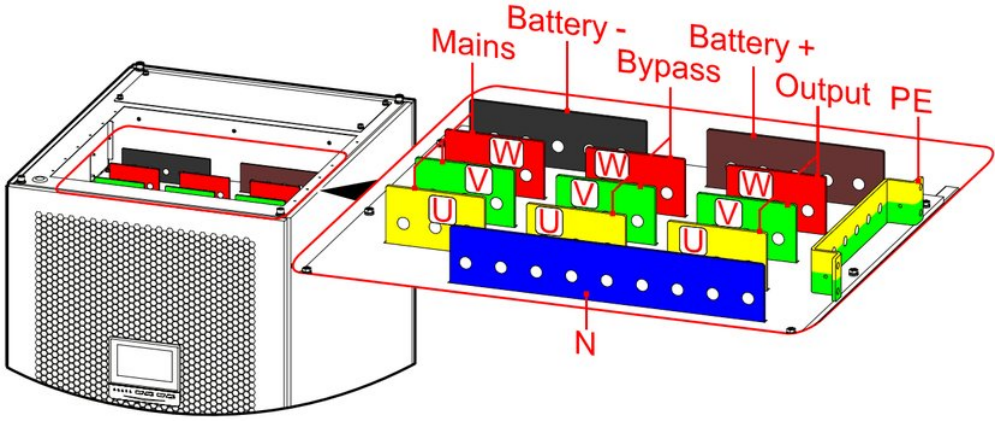

FIGURE 3-72 Wiring copper bars illustration
3. Connect the crimped cables to the corresponding copper bars (as shown in Figure 3-72) of the UPS, and tighten the bolts.